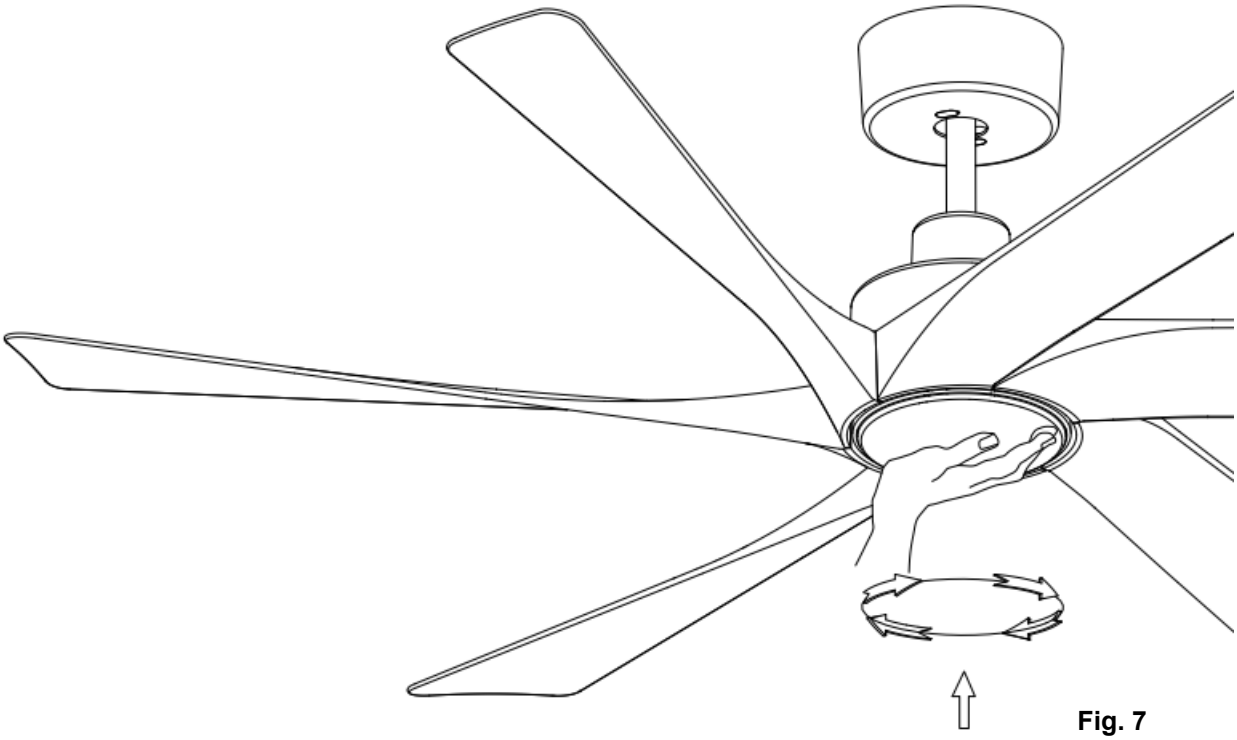

Fig. 7
- Install the bottom cover back onto the fan assembly. (Fig.7)